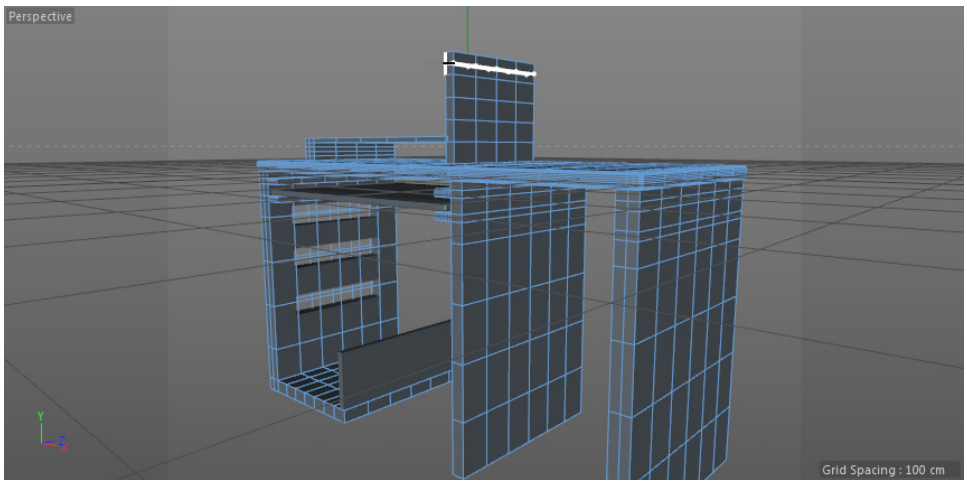
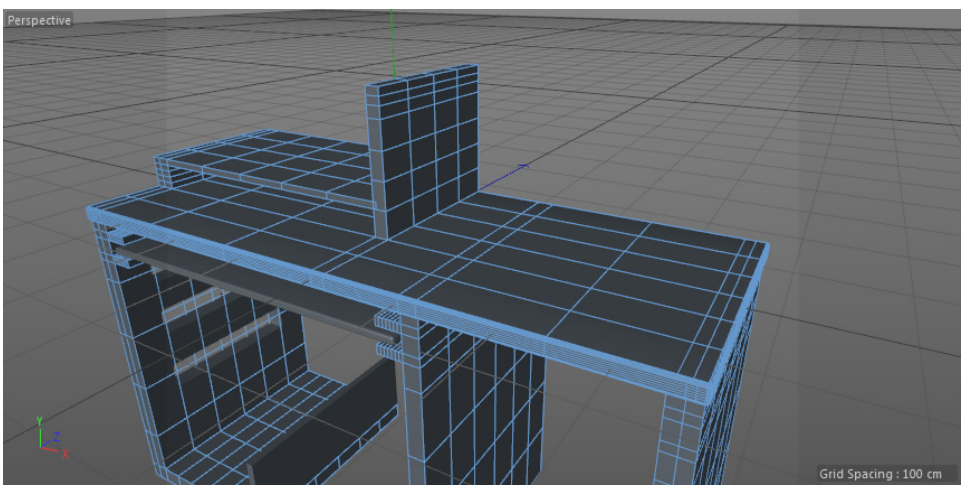

Figure 3-39 *Clicking on edge to create a new edge loop*
Figure 3-40 *Two new edge loops added to the Computer table*
5. Make sure the **Enable Snap** tool is deactivated in the Modes Palette. Next, click on the edge, refer to Figure 3-39; a new edge loop is added to *Computer table*. Again, create an edge loop using the **Loop/Path Cut** tool, refer to Figure 3-40.